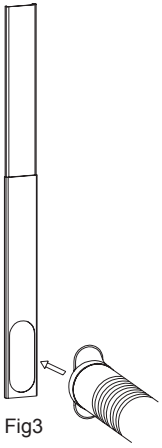

Fig3
3. Install exhaust air duct & its accessories into window kit according to arrowhead in Fig3 drawing.